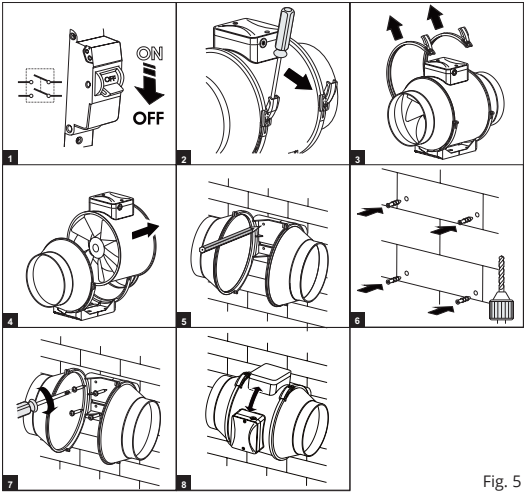

Fig. 5
- Åpne begge festeklemmene på viften og ta ut viftehuset, Fig. 5.
- Fest viftehuset med 4 skruer, Fig. 5.
- Sett tilbake viftehuset, i riktig luftretning, og spenn det fast med festeklemmene, Fig. 5.
Rengjør viften minimum en gang pr. år. Viftehuset tas ut for rengjøring, Fig. 5. Støv og smuss fjernes. Bruk tørr klut, myk børste eller trykkluft for å fjerne støv.